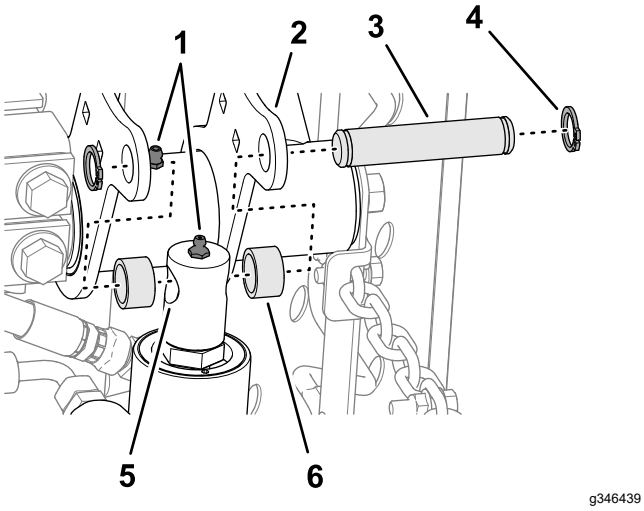

Rysunek 15
4. Powoli przesuwaj tłoczysko siłownika podnoszącego, aż ustawi się równo z otworami w kołnierzach prawego ramienia podnoszącego (Rysunek 15).
5. Zamontuj tłoczysko do kołnierzy za pomocą kołka montażowego, 2 podkładek dystansowych i 2 pierścieni sprężynujących (Rysunek 15).
6. Wprowadź smar litowy nr 2 do smarowniczek ramienia podnoszącego i siłownika hydraulicznego (Rysunek 15).
1. Ustaw otwory w płytach tylnej ramy nośnej równo z otworami w płytach montażowych zespołu tnącego (Rysunek 15).